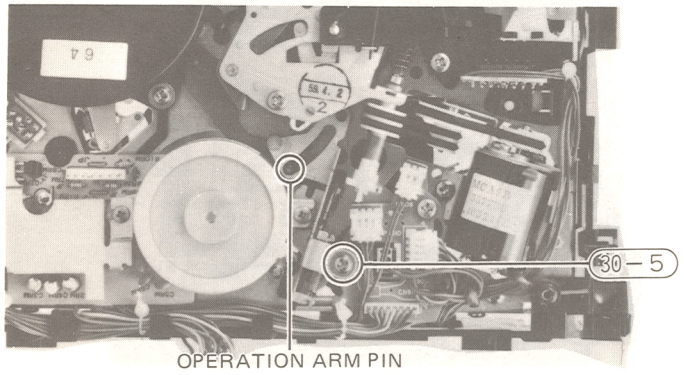

**Fig. 34 Brake Slider**
**30. Brake slider (Fig. 34)**